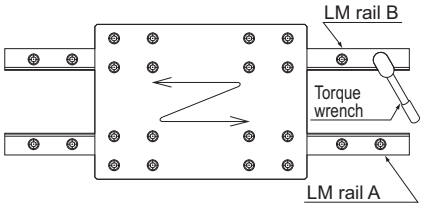

Fig.28
(4) Slide the table a few strokes to fit the LM blocks to LM rail B, then fully fasten LM rail B using a torque wrench. (Fig.28)